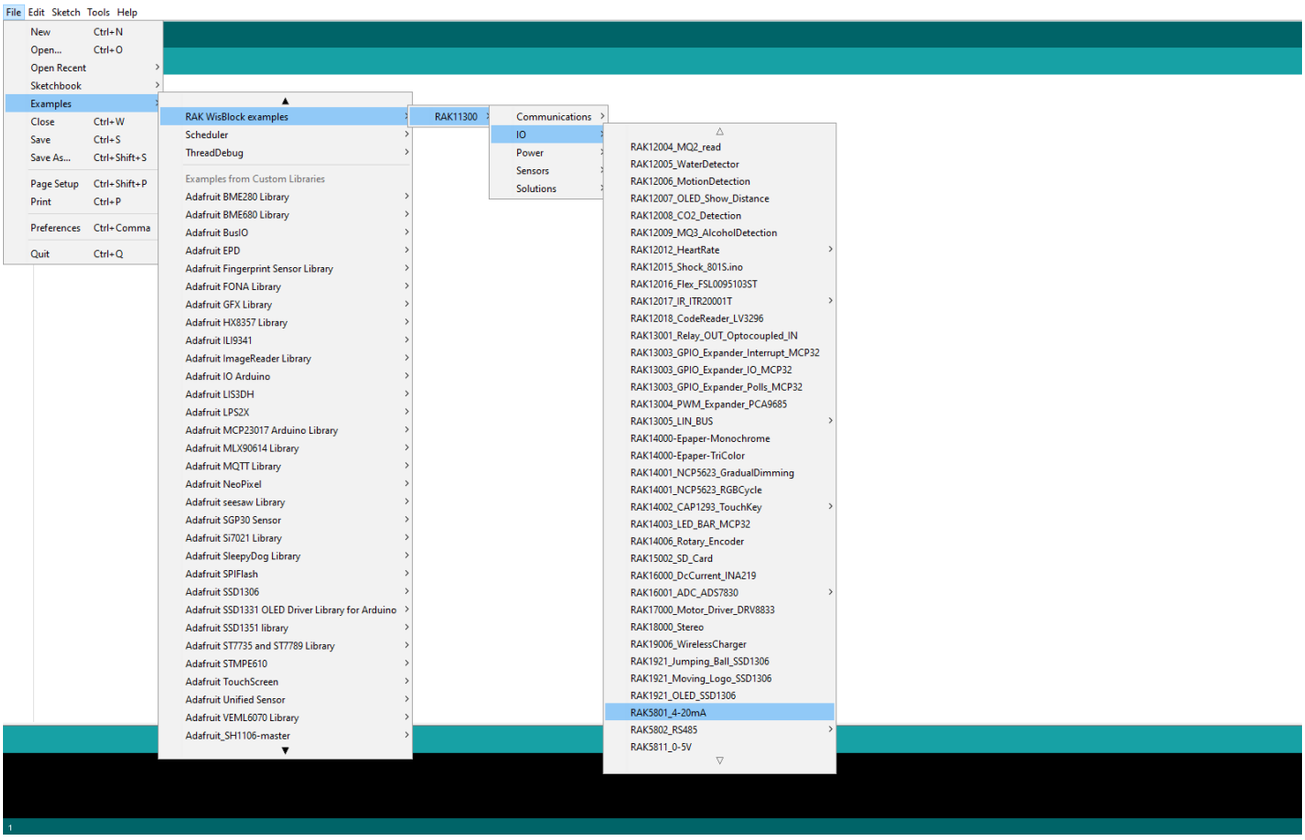

Figure 24: Opening RAK5801 example for RAK11310 WisBlock Core
2. The Basic Sample Code for RAK5801 in GitHub will work on RAK11310 WisBlock Core. You can also open the example codes depending on your WisBlock Core, as shown in **Figure 24**.